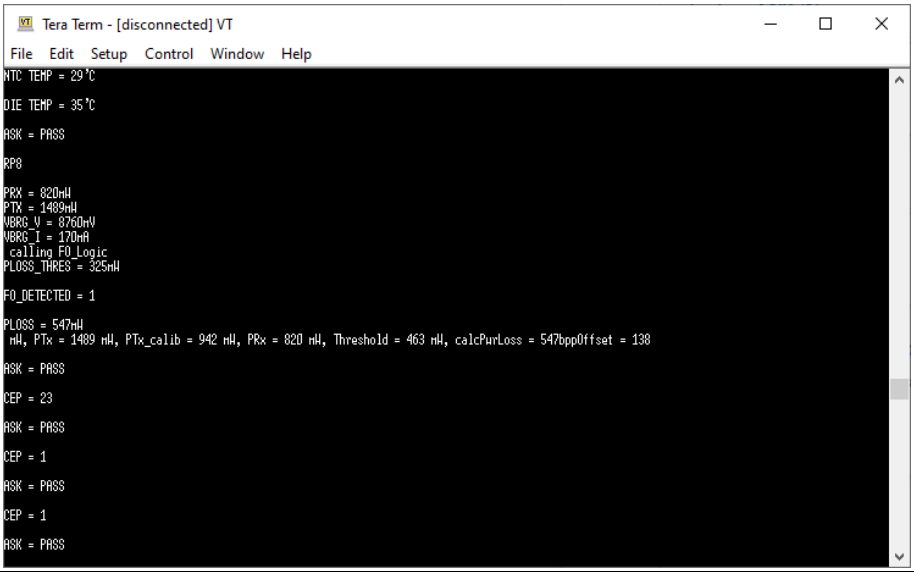

Figure 21 Debug log output
c) Supply power to the `REF_WLC_TX50W_N1` board using the USB-C power adapter and recreate the usage condition during which the debug logs need to be captured. Displays the log data on the Tera Term as shown in **Figure 21**.